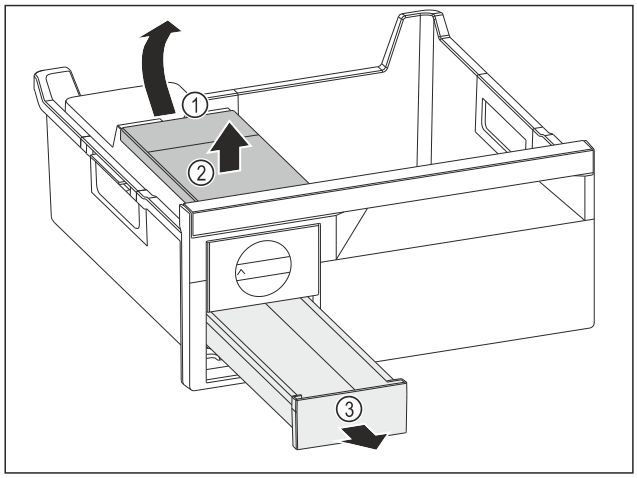

Fig. 109
- ▶ Scoaterea rezervorului de apă: Ridicați rezervorul de apă de la degajare *Fig. 109 (1)*.
- ▶ Scoateți rezervorul de apă *Fig. 109 (2)* în sus.
- ▶ Scoateți sertarul pentru cuburi de gheață *Fig. 109 (3)* spre înainte.